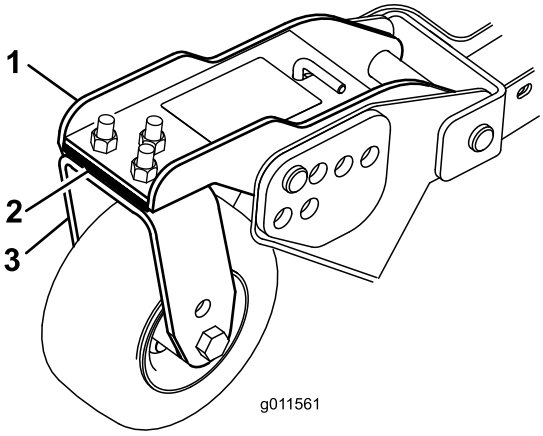

Рисунок 30
Поворачивайте нож на каждом шпинделе, пока его концы не будут обращены вперед и назад. Измерьте расстояние от пола до передней кромки ножа. Для обеспечения соответствия высоты скашивания указанному значению на наклейке отрегулируйте количество регулировочных прокладок толщиной 3 мм на рычаге (рычагах) передних поворотных колес (Рисунок 30). Указания, относящиеся только к наружному шпинделю ножа, см. в Регулировка наклона режущего блока (страница 63).
3. Если внутренняя кромка бокового режущего блока находится слишком высоко по отношению к наружной кромке переднего режущего блока, снимите одну регулировочную прокладку толщиной 3 мм с нижней части рычага переднего внутреннего поворотного колеса на боковом режущем блоке (Рисунок 30). Повторите измерение разности между наружными кромками обоих боковых режущих блоков и между внутренней кромкой бокового режущего блока и наружной кромкой переднего режущего блока.